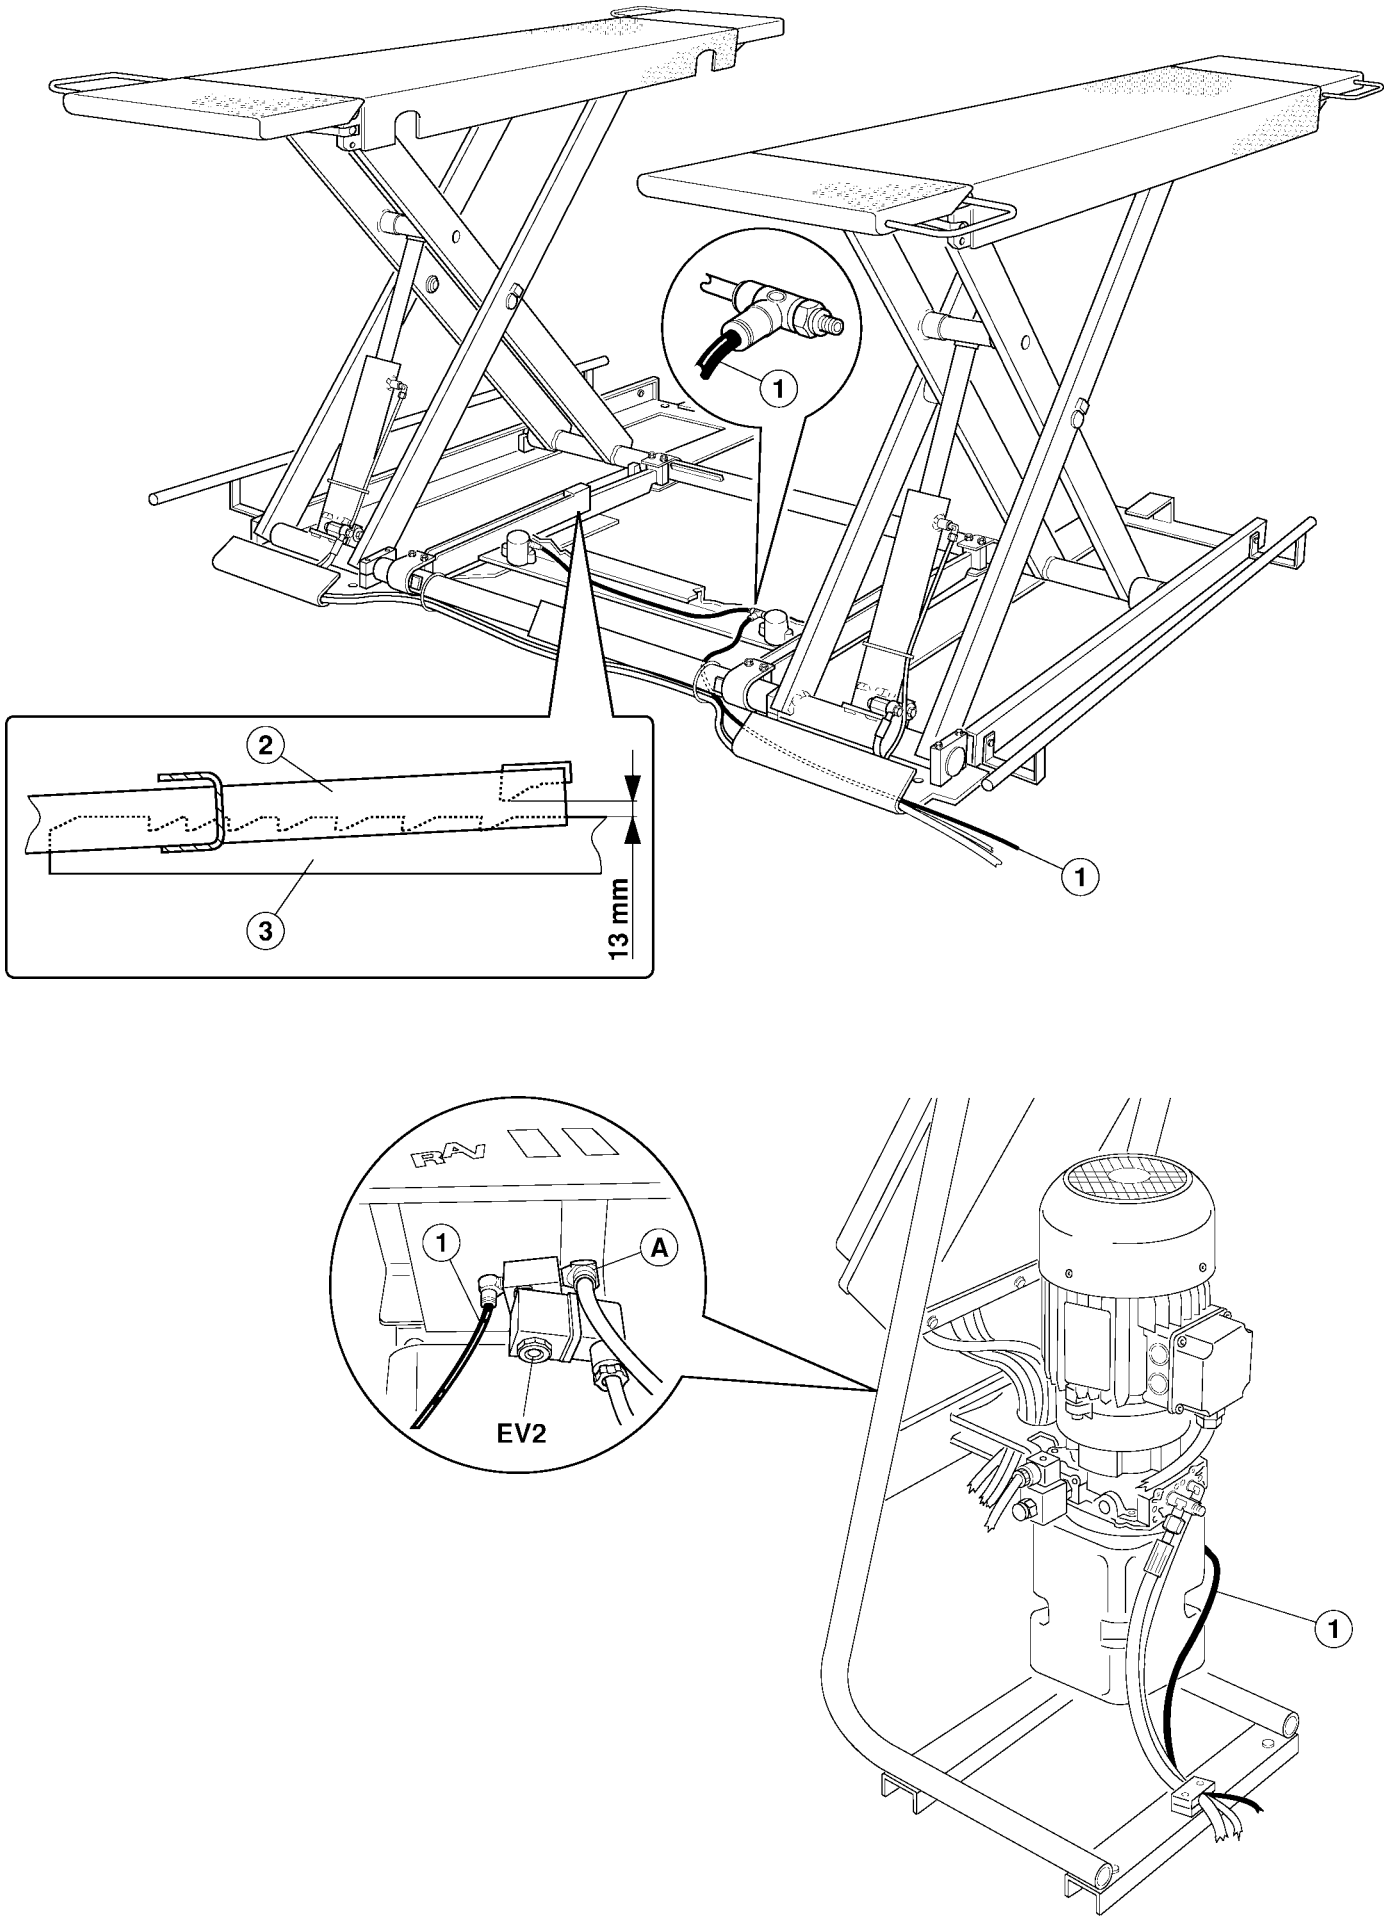

Fig.12
5.7 COLLEGAMENTO IMPIANTO PNEUMATICO (Fig. 12)
5.7 COMPRESSED AIR CONNECTION (Fig. 12)
5.7 ANSCHLUSS DER DRUCKLUFTANLAGE (Abb. 12)
5.7 CONNEXION DE L'INSTALLATION PNEUMATIQUE (Fig. 12)
5.7 CONEXIÓN INSTALACIÓN NEUMÁTICA (Fig. 12)